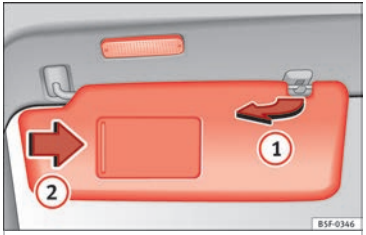

Fig. 143 Sun visor
- The sun visor can be pulled out of its mounting and turned towards the door ››› Fig. 143 (1).
There may be a vanity mirror, with a cover, on the rear of the sun visor. When the cover is opened ››› Fig. 143 (2) a light comes on.